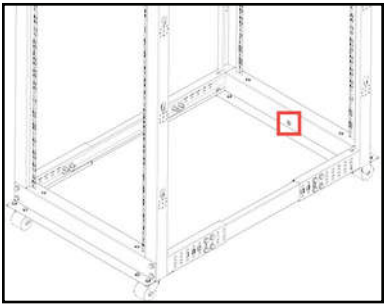

Figure 10
1. Insert an **M6 Screw** through the **Grounding Point** on the **Grounding Wire** and into the **Ground Hole** located on the bottom of the **Rack**. *(Figure 10)*